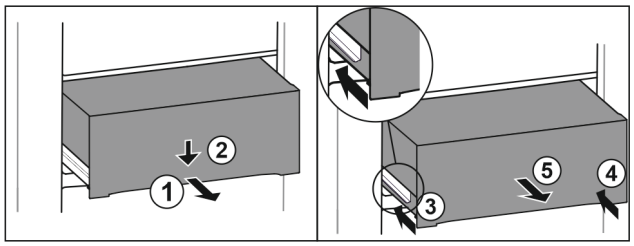

*Fig. 123*
▶ Extrageți pe jumătate sertarul. *Fig. 123 (1)*
▶ Apăsați în jos sertarul pe partea frontală. *Fig. 123 (2)*
▶ Inserați șina stângă aproximativ 2 cm. *Fig. 123 (3)*
▶ Inserați șina dreaptă aproximativ 2 cm. *Fig. 123 (4)*
▶ Extrageți sertarul spre înainte. *Fig. 123 (5)*